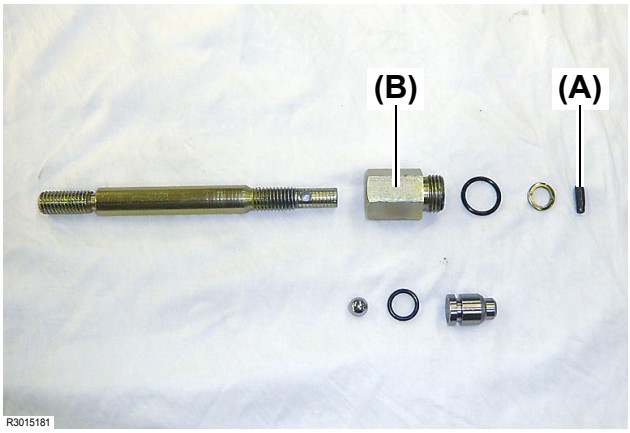
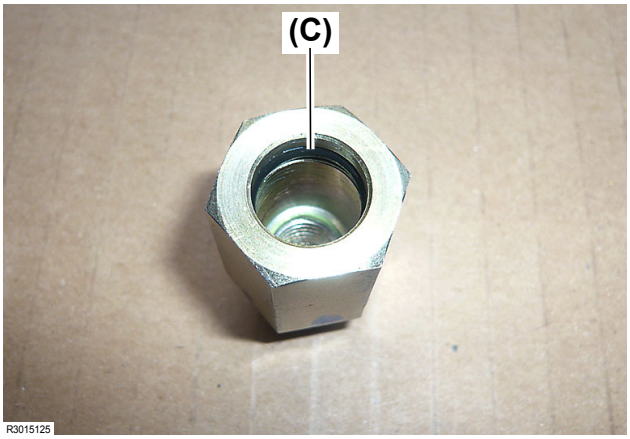

Fig. 5
Fig. 6
- There are O-rings **(Fig. 6, (C))** on the shaft guide assembly **(Fig. 5, (B))**.
- When assembling, replace all O-rings **(Fig. 6, (C))** with new ones.